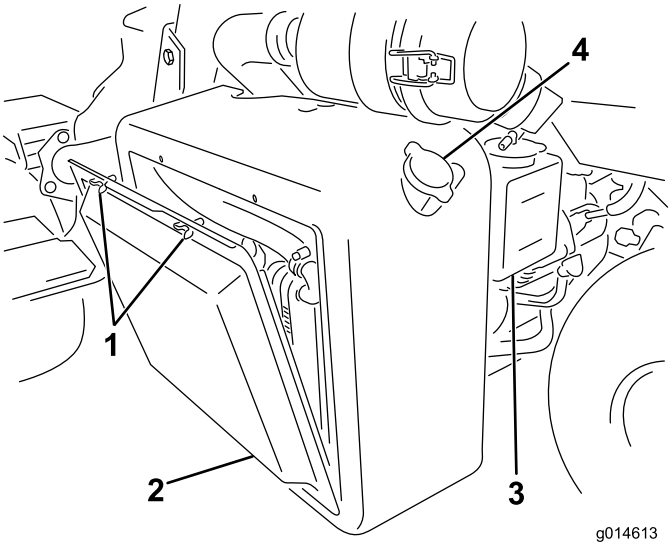

Figur 56
1. Afmonter kølergitteret (Figur 56).